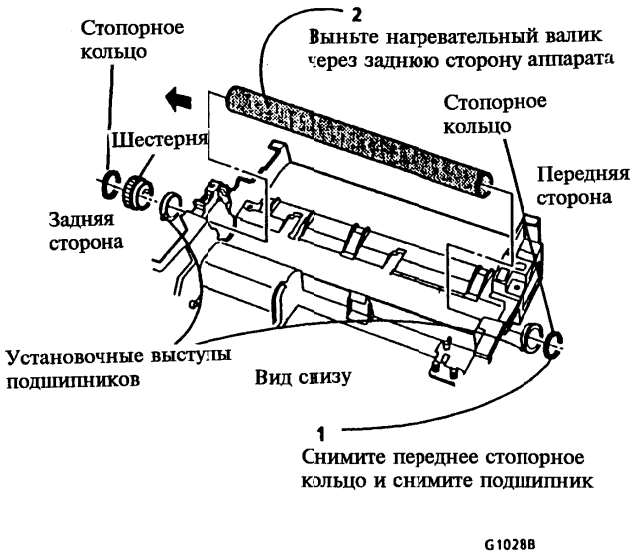

Рисунок 1. Снятие нагревательного валика
2. (Рисунок 1): Снимите нагревательный валик